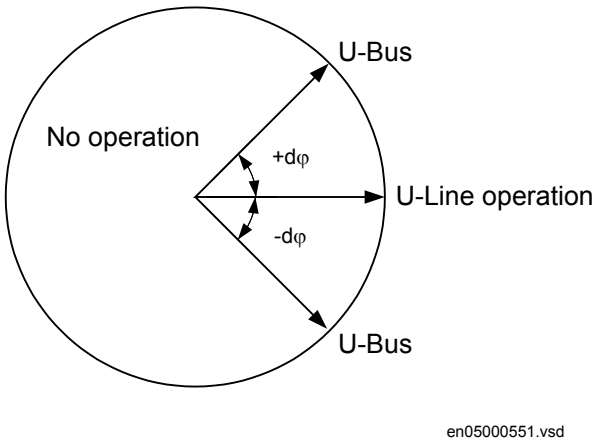

Figure 61: Test of phase difference.
The test can be repeated with other phase difference values to verify that the function operates for values lower than the set ones, *PhaseDiffM* and *PhaseDiffA*. By changing the phase angle on the voltage connected to U-Bus, between ± dφ degrees, the user can check that the two outputs are activated for a phase difference lower than the set value. It should not operate for other values. See figure 61.
3. Change the phase angle between +dφ and -dφ and verify that the two outputs are activated for phase differences between these values but not for phase differences outside, see figure 61.